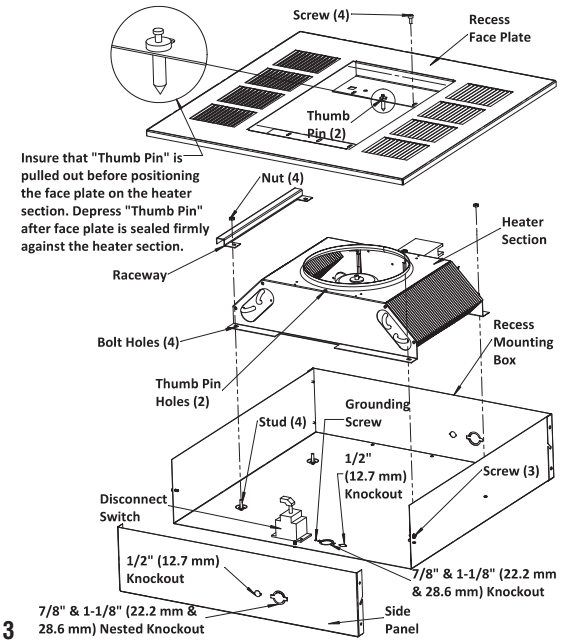

Figure 3
1. Remove the recess mounting box (Figure 3) from the carton containing the Recess Mounting Enclosure, Type REA.
2. Remove three screws and the side of the recess mounting box to allow for easier wiring (Figure 3).
3. Remove one of the knockouts close to the ground screw and install a cable or conduit connector (Figure 3).
4. Install the optional disconnect switch (if required as shown in Figure 3).
8. Position the heater section over the studs in the recess mounting box (Figure 3).
9. Push the heater section onto the studs and securely tighten two nuts (supplied) on the studs to secure the half of the heater section opposite the sleeved wires to the recess mounting box. Push the raceway onto the studs ensuring that the sleeved wires are in the raceway and securely tighten two nuts (supplied) on the studs to secure the raceway and the other half of the heater to the recess mounting box (Figure 3).
10. Remove the Recess Face Plate (Figure 3) from the carton containing the Recess Mounting Enclosure, Type REA.
NOTE: Insure that the "thumb pin" in each end of the discharge grille opening is pulled outward to allow the body of the thumb pins to fit into the holes in the heater section. (Figure 3.)
13. Install and securely tighten four screws (supplied) to secure the recess face plate to the heater section (Figure 3).